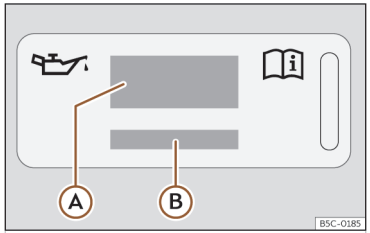
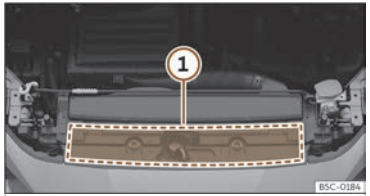

Fig. 239 Dans le compartiment moteur : étiquette d'huile moteur
Fig. 240 Dans le compartiment moteur : zone d'emplacement de l'étiquette d'huile moteur
Légende de la ››› **fig. 239** :
Si vous devez ajouter de l'huile moteur, utilisez l'une des huiles indiquées sur l'étiquette ››› **fig. 239**. L'étiquette avec la norme prescrite se trouve sur l'avant du compartiment moteur ››› **fig. 240** ①. Si vous utilisez l'huile moteur recommandée, vous pouvez corriger le niveau de remplissage autant de fois que nécessaire.
- **En cas d'absence de l'étiquette avec la spécification de l'huile moteur** >>> **fig. 239****, contactez un atelier spécialisé.**